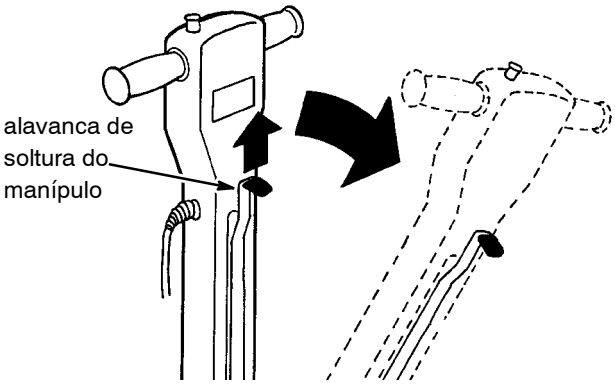

FIG. 2
7. Regular o manípulo a uma altura confortável. Levantar a alavanca de soltura do manípulo e depois mover o manípulo à desejada altura. Quando a alavanca de soltura vem deixada o manípulo se bloqueará na nova posição (Fig. 2).